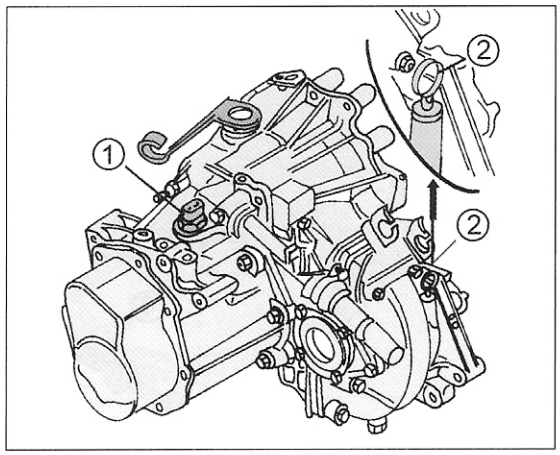

Bild 206
Zur Kontrolle des Ölstands ist an der in Bild 206 gezeigten Stelle ein Ölmessstab an Stelle (2) in das Differentialgehäuse eingesetzt. Kontrolle ist einfach: Messstab herausziehen und den Ölstand ablesen. Beim Ölwechsel folgendermaßen vorgehen:
für die Rückfahrleuchte (1) in Bild 206 einfüllen (vorher den Kabelstecker abziehen). Das Getriebe füllen (Trichter verwenden), bis der Ölstand nicht weiter absinkt. Nachdem das Öl einige Zeit im Getriebe war, d. h. es hat sich verteilt, zur Kontrolle nochmals den Ölmessstab herausziehen und den Ölstand nachprüfen.